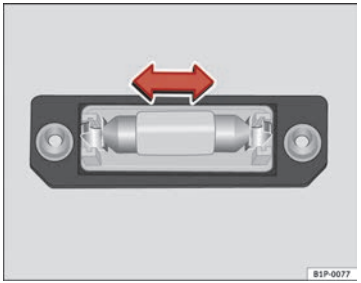

Fig. 193 Number plate light
– Remove the bulb, moving it in the direction of the arrow and outwards ⇒ Fig. 193.